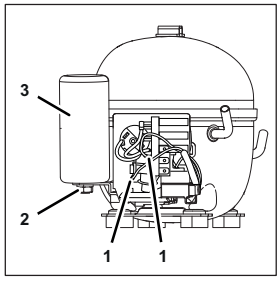

Fig. 96
2. Disconnect the electrical cables (Fig. 96/1).
3. Remove the fastening nut (Fig. 96/2) from the starting capacitor (Fig. 96/3).
4. Remove the starting capacitor (Fig. 96/3).
5. Position the new starting capacitor (Fig. 96/3) within the unit
6. Attach the starting capacitor (Fig. 96/3) using the fastening nut (Fig. 96/2).
7. Connect the electrical cables (Fig. 96/1).